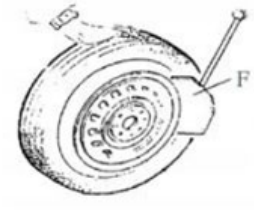

Рис. 5
Обязательно полностью выпустите из шины воздух, прислоните шину к резиновому буферу (S). Подведите лопатку (F) к борту примерно в 10 мм от края обода, как показано на рис. 5. Нажмите педаль устройства отжима борта (U), чтобы лопатка надавила на шину. Повторяйте вышеуказанные операции в разных положениях по окружности шины, с обеих сторон шины, пока борта шины не будут полностью оторваны от обода. (Рис. 5.)